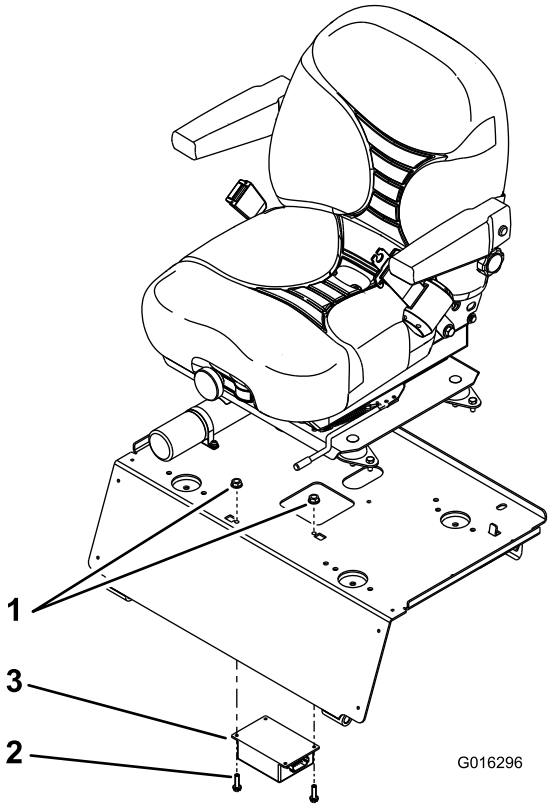

**Figure 6**
1. Position the dual rate flasher under the seat plate while aligning it with the holes in the plate (Figure 6).
2. Secure the dual rate flasher to the seat plate with (2) #10 x 3/4 inch flange head screws and flange nuts (Figure 6).